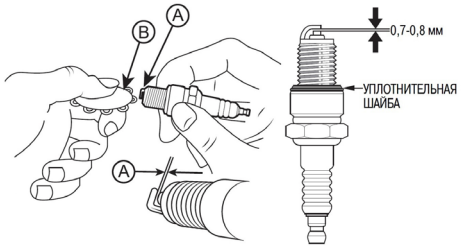

Рис. 22 Обслуживание свечи зажигания
4. Измерьте зазор А между электродами свечи зажигания специальным щупом В. Зазор должен быть 0,7-0,8 мм (Рис. 22). При увеличении или уменьшении требуемого зазора, рекомендуется заменить свечу, так как регулировка зазора может привести к изменению качества искрообразования.